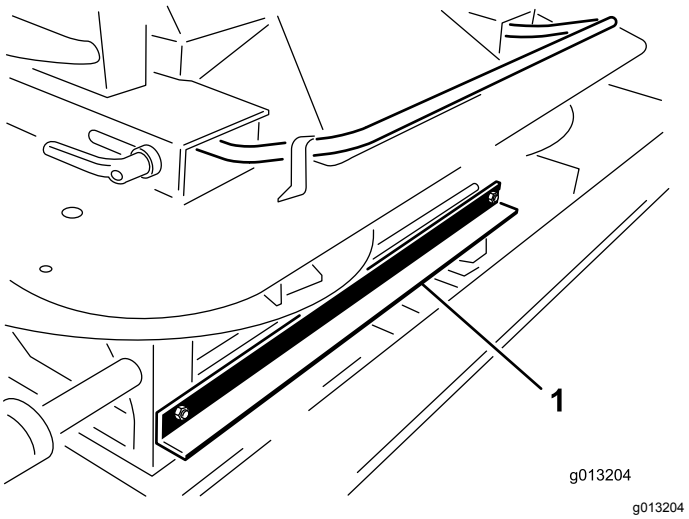

Figuur 4
3. Verwijder aan de voorkant van de dubbele spinner de 2 bouten en moeren waarmee de transportbeugel van het hefwerktuig van de machine is bevestigd aan de dubbele spinner (Figuur 4).